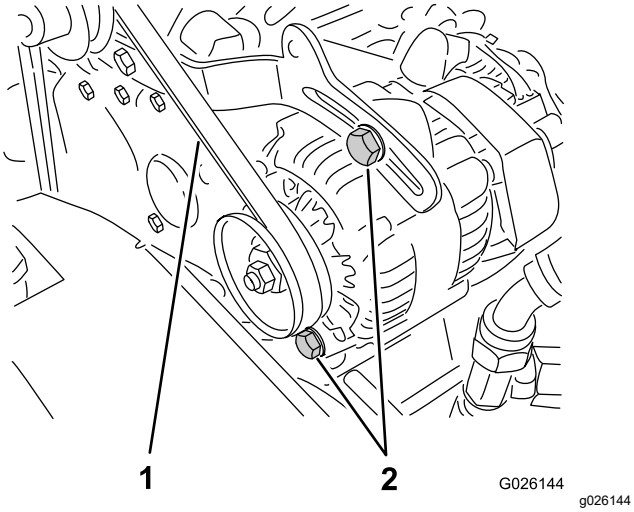

Figuur 60
2. Controleer de spanning door de riem midden tussen poelies van de krukas en de wisselstroomdynamo in te drukken met een kracht van 10 kg (Figuur 60).
A. Draai de 2 montagebouten van de wisselstroomdynamo los (Figuur 60).
B. Draai met een breekijzer de wisselstroomdynamo totdat de riem de correcte spanning heeft; zet de montagebouten daarna vast (Figuur 60).